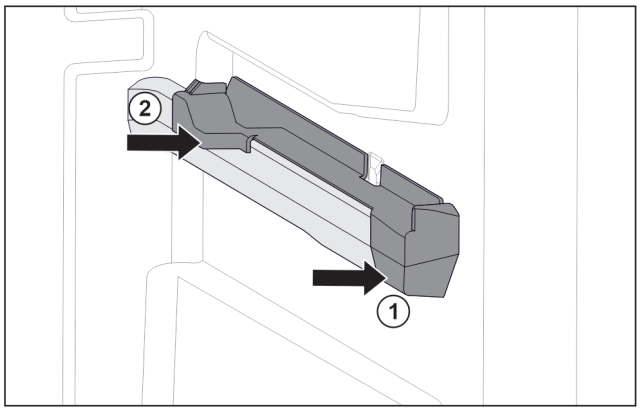

Fig. 151 Attachment on the right moulded rib
- ▶ Position attachment on moulded rib at the front. *Fig. 151 (1)*
- ▶ Press on attachment at the back. *Fig. 151 (2)*